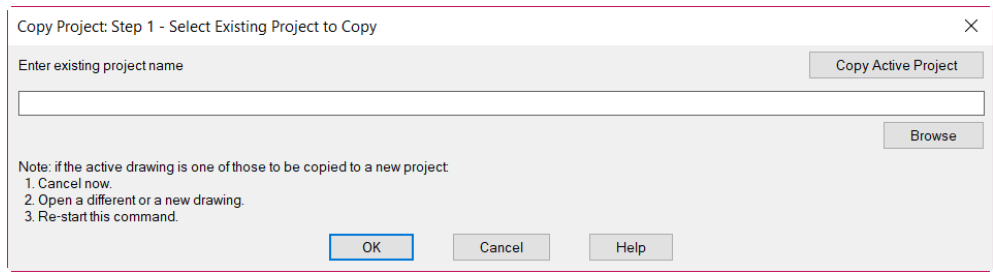

***Figure 2-67** The **Copy Project Step 1 - Select Existing Project to Copy** dialog box*
1. Choose the **Copy** tool from the **Project Tools** panel of the **Project** tab; the **Copy Project: Step 1 - Select Existing Project to Copy** dialog box is displayed, as shown in Figure 2-67.